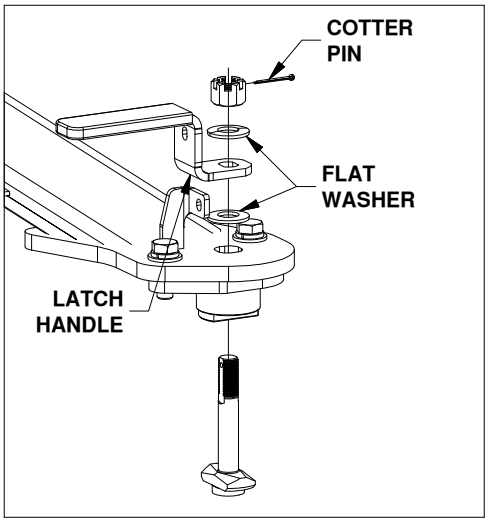

FIGURE C5: List of latch parts.
4. ***Adjust the tension in the latch handle**, for parts list and visual guide refer to Figures C5 and C6.*